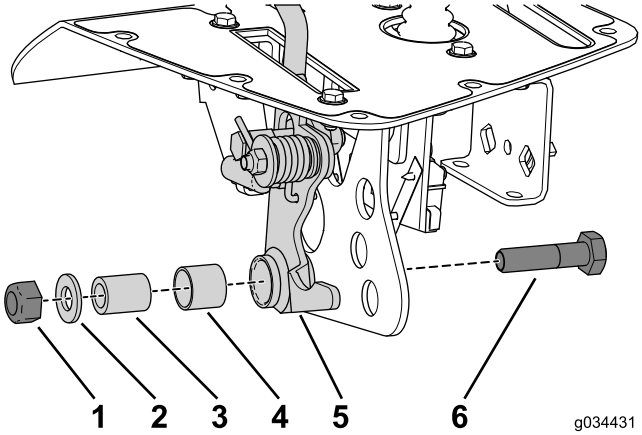

図 22
2. ハンドルアセンブリをブラケットに固定する先ほど外したロックナット、平ワッシャ、スペーサチューブう、ボルトを使用する図 22。